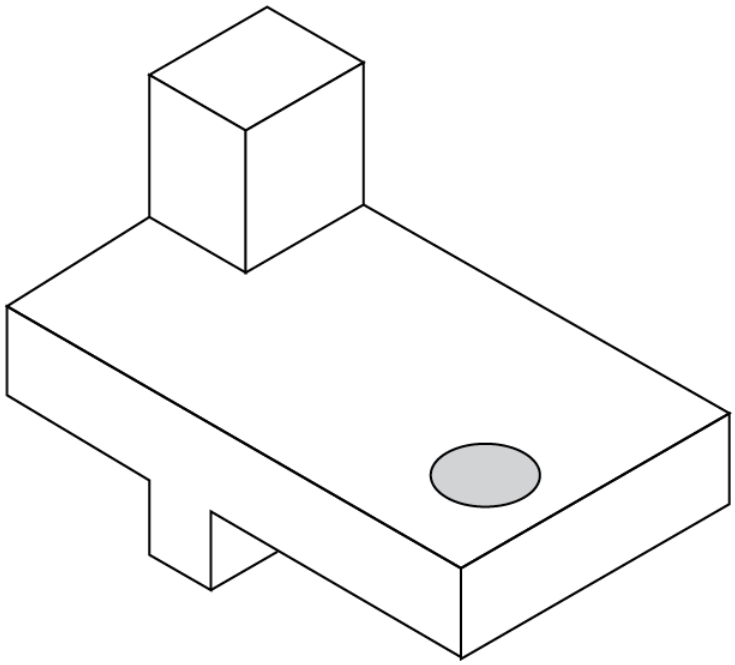

Figure 7.1.2: Stop piece
2. Sketch two orthographic views (front view and top view), in the approximate scale of the object shown pictorially in Figure 7.1.2. Remember to place the views correctly and make sure that all hidden lines are clearly shown. Add a title block with the following: